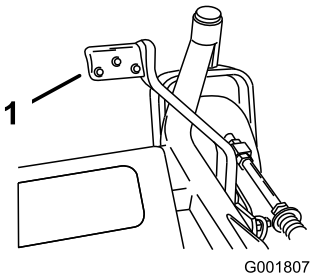

Figur 27
2. Tryk på hjælpeløftehåndtaget, mens du trækker op i klippehøjdehåndtaget (Figur 27).